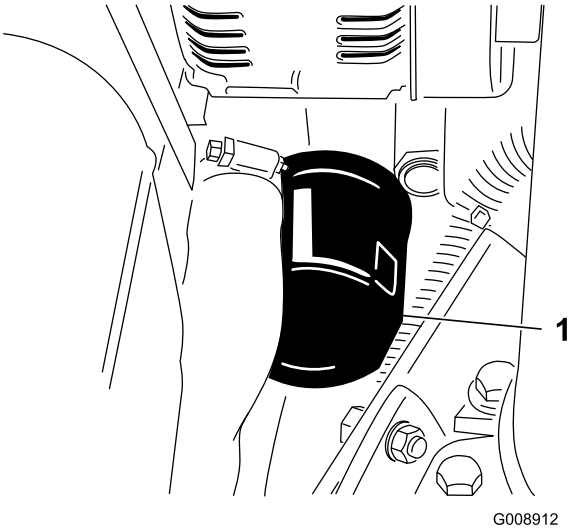

Figuur 65
2. Verwijder het oliefilter (Figuur 65).